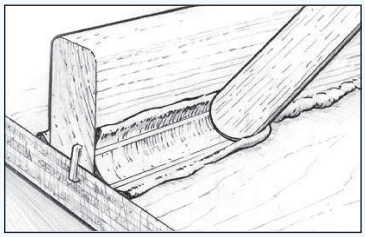

Figur 13 Forma och jämna ut hålkälsfogen.
2. Forma och jämna ut den förtjockade epoxin i en hålkälsfog genom att dra ett rundat verktyg, t ex en rörpinne, längs fogen så att den överflödiga epoxin dras fram och lämnar en jämn, kilformad hålkälsfog efter sig med god marginal. Använd överflödig epoxi utanför hålkälsfogen till att fylla eventuella glipor *(Figur 13*). Jämna ut hålkälsfogen tills du är nöjd med resultatet. En rörpinne ger en radie på cirka 10 mm. En större radie kan skapas med en 808 Limspridare som böjs eller skärs till önskad radie.